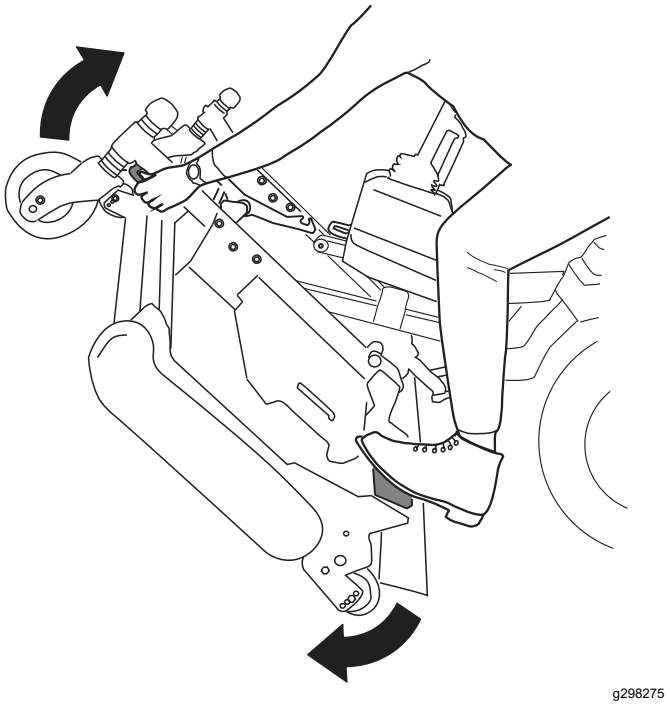
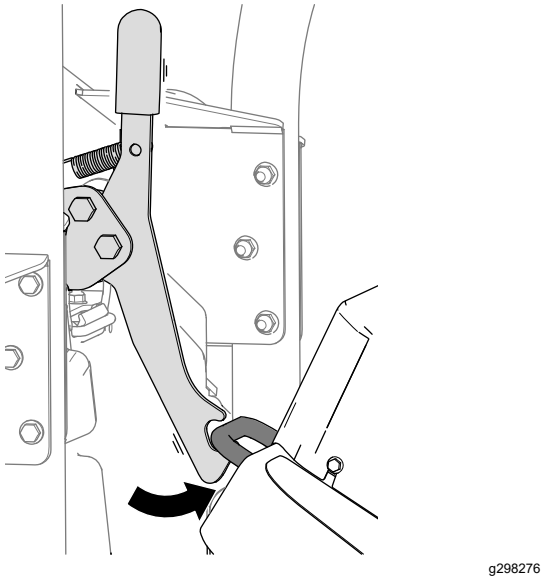
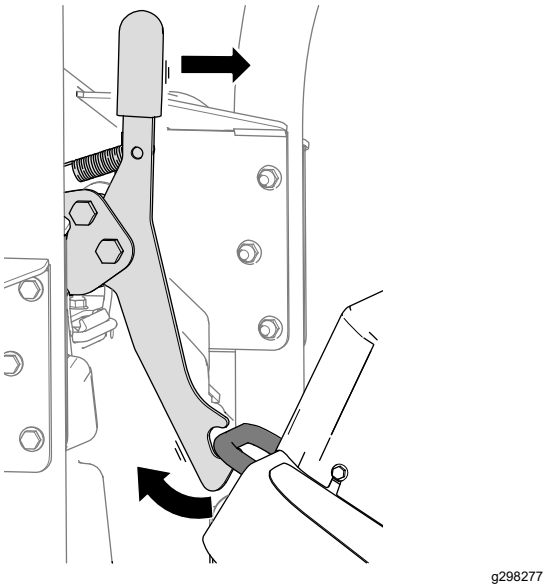

Figura 36
Figura 37
Figura 38
5. Ruotate l'apparato di taglio (Figura 36) in modo tale che il fermo si inserisca nella staffa di ancoraggio (Figura 37).
1. Rilasciate il fermo dell'apparato di taglio dalla staffa di ancoraggio (Figura 38) ruotando l'apparato di taglio leggermente in avanti (fate riferimento a Figura 36) e spingendo la maniglia del fermo in avanti.